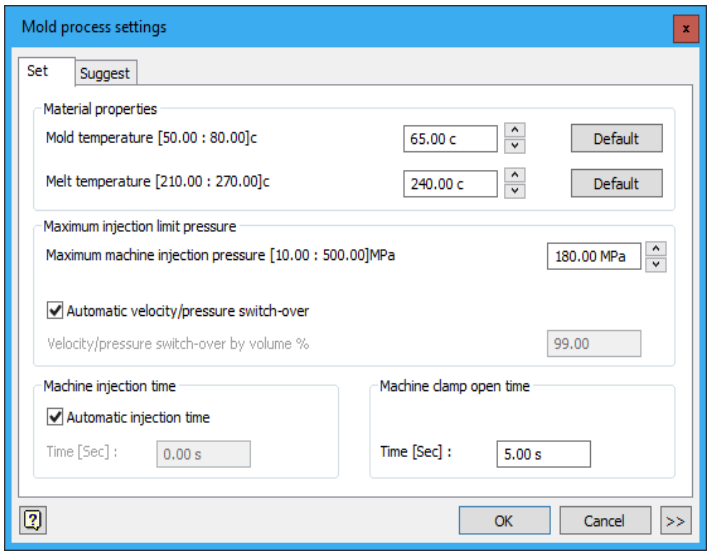

Figure 19-95 *The* ***Mold process settings*** *dialog box*
1. Choose the **Mold Process Settings** tool from the **Mold Simulation** panel in the **Mold Layout** tab of the **Ribbon**; the **Mold process settings** dialog box is displayed, refer to Figure 19-95.